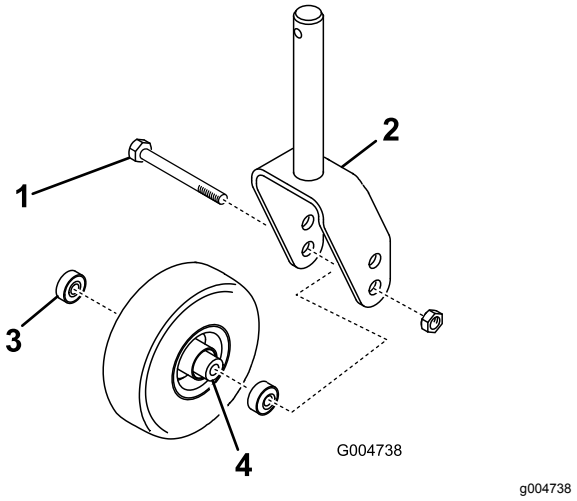
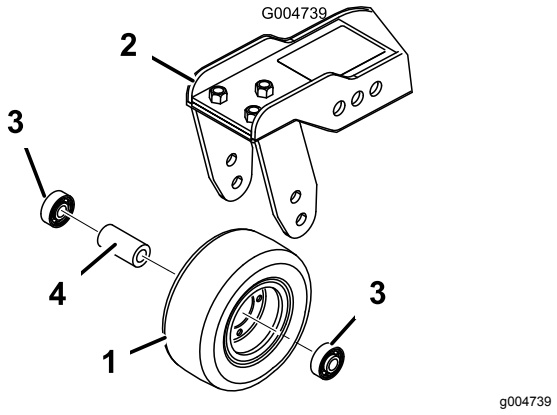

Figuur 111
Figuur 112
1. Verwijder de borgmoer van de bout waarmee het zwenkwiel is bevestigd in de zwenkwielvork (Figuur 111) of in de draaiarm van het zwenkwiel (Figuur 112).
2. Verwijder het lager uit de wielnaaf en laat het lager eruit vallen (Figuur 111 en Figuur 112).